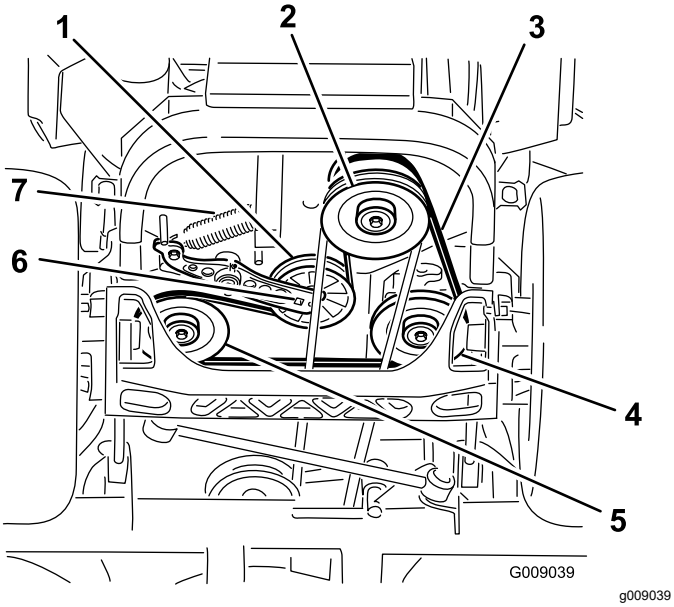

Figur 93
4. Höj upp maskinen och stötta upp den med domkrafter (Figur 93).
5. Använd en spärrhake i det fyrkantiga hålet i mellandrevsarmen för att ta bort mellanremskivfjädern (Figur 93).
6. Kroka av mellanremskivfjädern från ramen (Figur 93).
9. Använd en spärrhake i det fyrkantiga hålet i mellandrevsarmen för att montera mellanremskivfjädern på ramen (Figur 93).